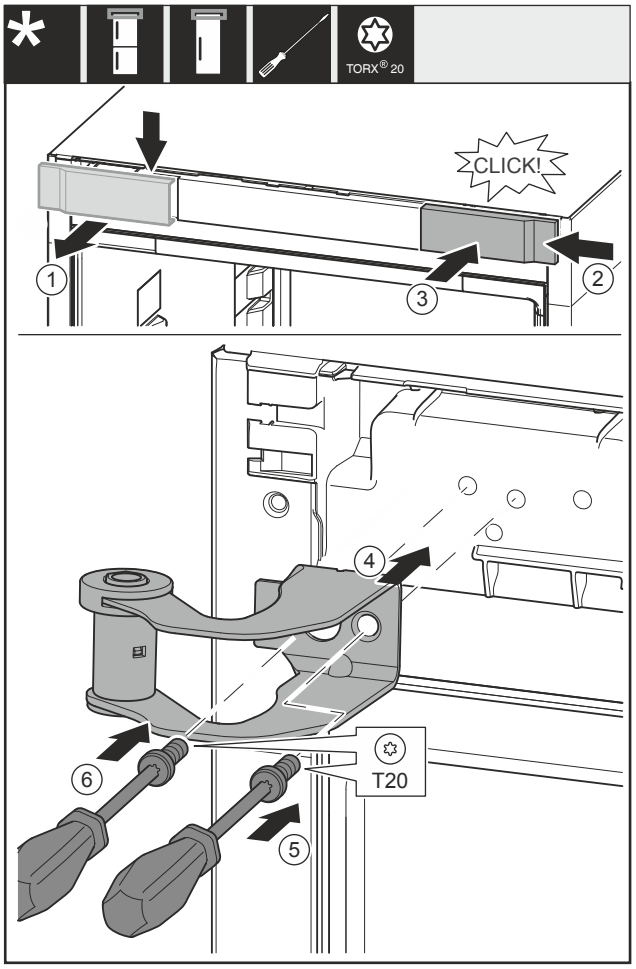

Fig. 36
▶ Odeberte kryt *Fig. 36 (1)* shora dopředu.
▶ Kryt *Fig. 36 (2)* otočený o 180° zavěste na druhé straně zprava.
▶ Zaklapněte kryt *Fig. 36 (3)*.
▶ Nasaďte horní stojan ložiska *Fig. 36 (4)*.
▶ Utáhněte šroub *Fig. 36 (5)*.
▶ Utáhněte šroub *Fig. 36 (6)*.